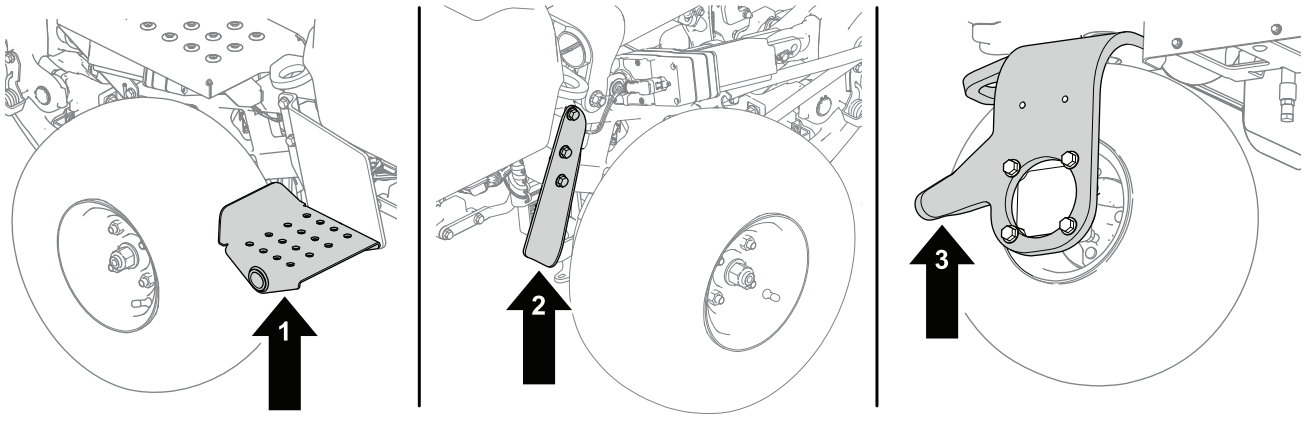

Figure 38
1. Placez un cric au point de levage souhaité (Figure 38) :